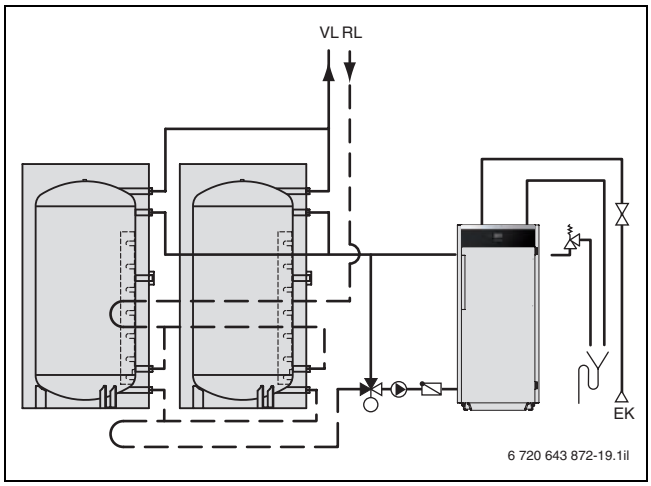

Bild 23 Parallelschaltung gleicher Pufferspeicher
- Die Reihenschaltung von zwei gleichen Pufferspeichern ist möglich, empfiehlt sich aus energetischen Gründen jedoch nicht, da der Rücklauf aus den Heizkreisen zunächst immer durch den zweiten und damit kälteren Puffer strömen muss. Bei zwei gleichen Pufferspeichern, z. B. Logalux PR, ist eine Parallelschaltung vorzuziehen (→ Bild 23).